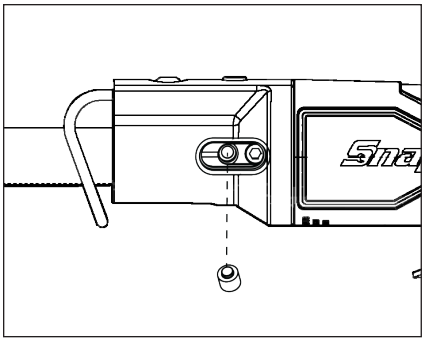

図4: PTRS1000 止めネジの整合
6. 一番前の止めネジを15～20 in-lbsのトルクで締めます。PTRS1000を6インチの刃を付けて使用する場合、この止めネジをノコギリ刃の穴とそろえる必要があります。(図4)